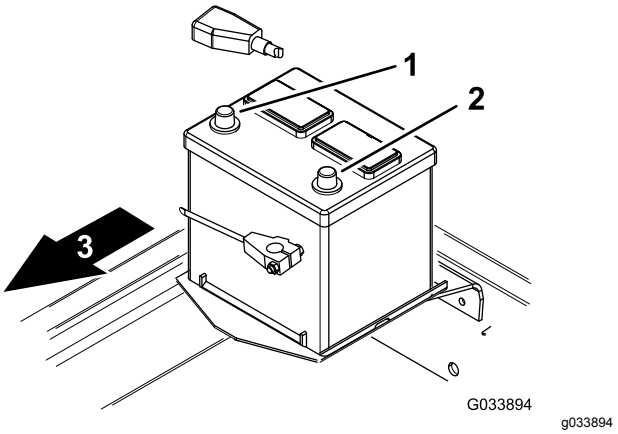

Figur 11
2. Anslut batteriets pluskabel (röd) till batteriets pluspol (+) och skjut sedan på gummiskon över pluspolen (Figur 11).
3. Anslut batteriets minuskabel (svart) till batteriets minuspol (-) (Figur 11).